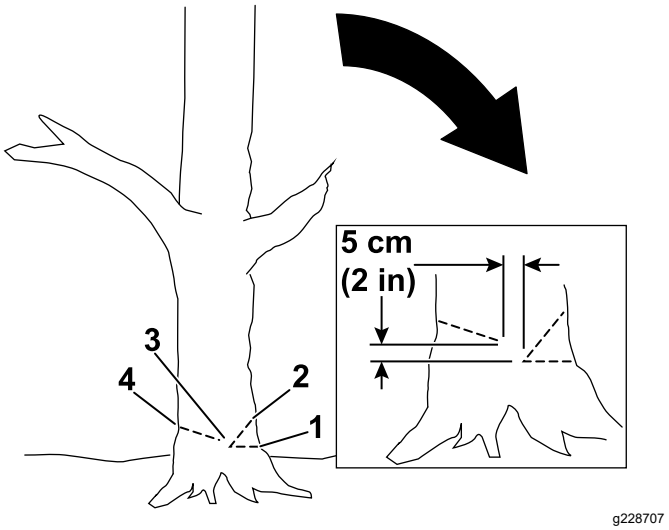

Figuur 16
4. Maak de eerste zaagsnede aan de kant naar welke de boom moet vallen, tot een derde van de doorsnede (Figuur 16).
5. Maak een tweede zaagsnede om een velkerf (inkeping) te vormen, begin deze zaagsnede minstens 5 cm boven de eerste (Figuur 16).
6. Maak de velsnede (achterste zaagsnede) vanaf de andere kant van de boom, ongeveer 5 cm hoger dan de onderkant van de velkerf, zoals in Figuur 16.
Belangrijk: **Stop de velsnede 2,5 tot 5 cm van de velkerf af, zodat er een scharnier (breuklijst) wordt gevormd tussen de zaagsnedes (Figuur 16), dit voorkomt dat de boom in de verkeerde richting valt of ronddraait bij het vallen.**
Opmerking: Als de velsnede de velkerf nadert (Figuur 16) moet de boom beginnen te vallen.